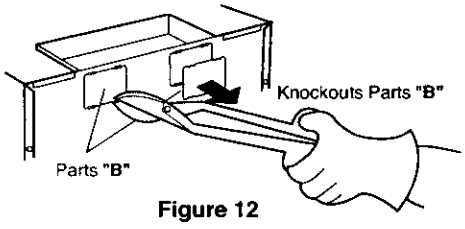

Figure 12
3. Use side cutters or tin snips to cut and remove knockouts part **"B"** from Back plate. Discard knockouts. Be careful not to distort the plate. See Figure 12.